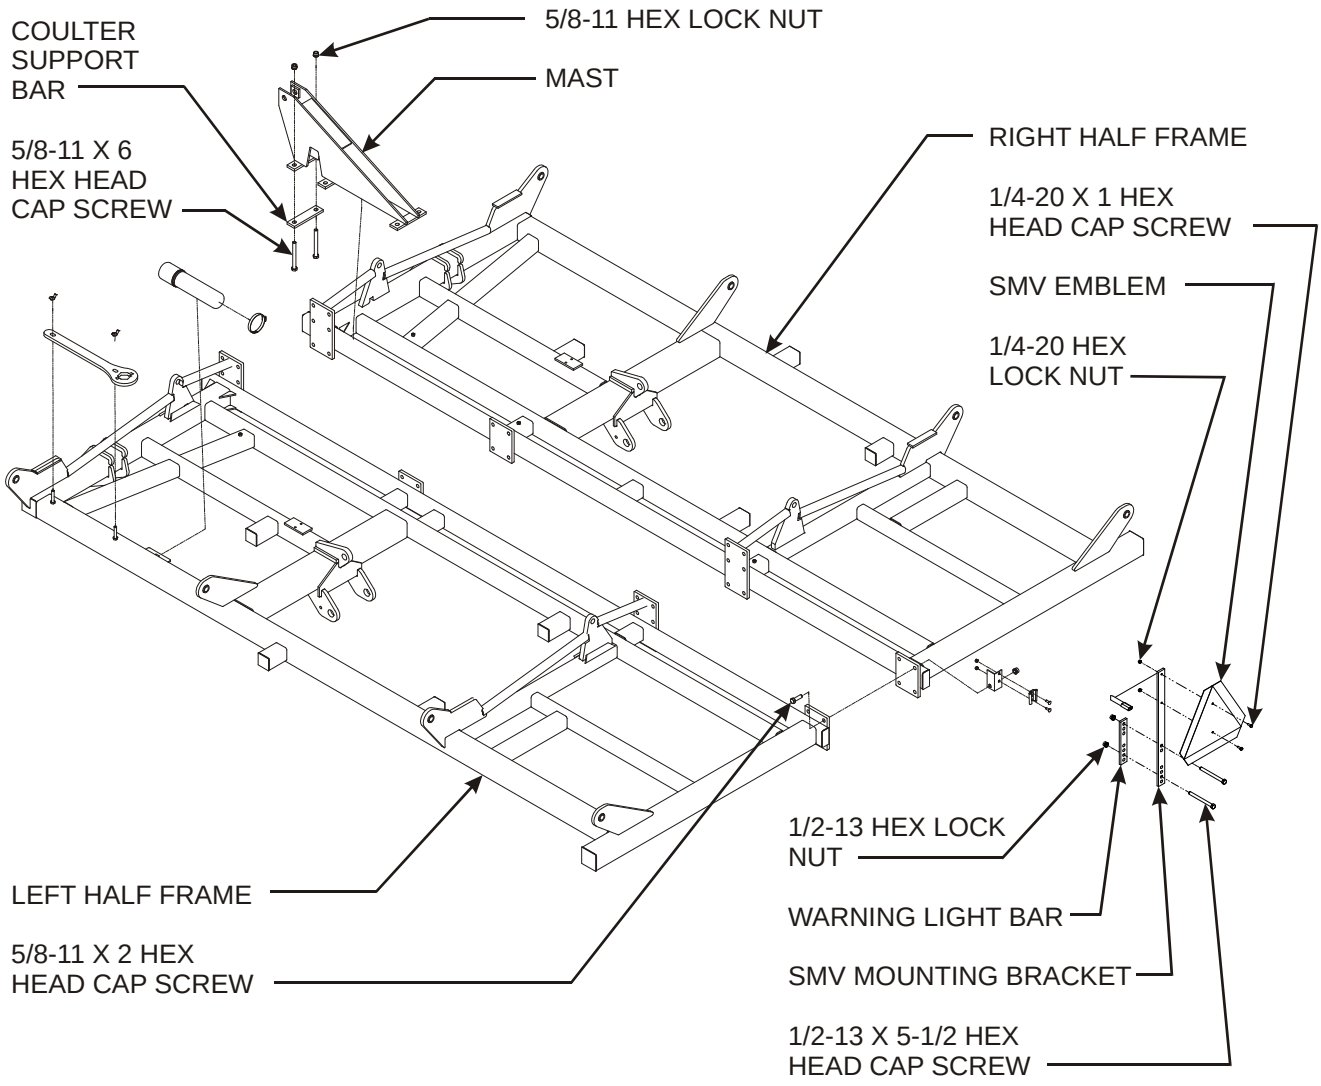

**Figure 3-3: Frame Assembly - Fold Models**
1. Bolt main frame halves together using 5/8-11 x 2 hex head cap screws and hex lock nuts **(See Figure 3-3.)**